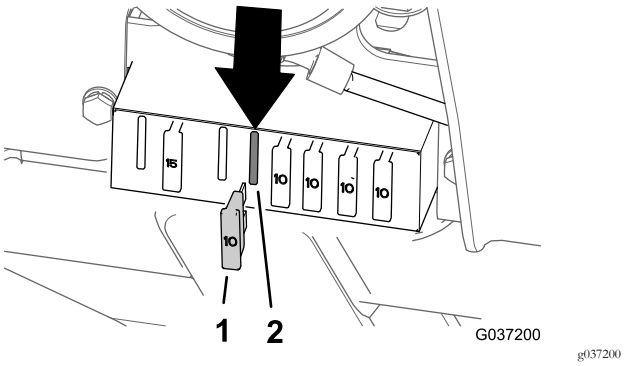

Figur 37
- Model 30651 – 4. sikringsplacering fra venstre (Figur 37)